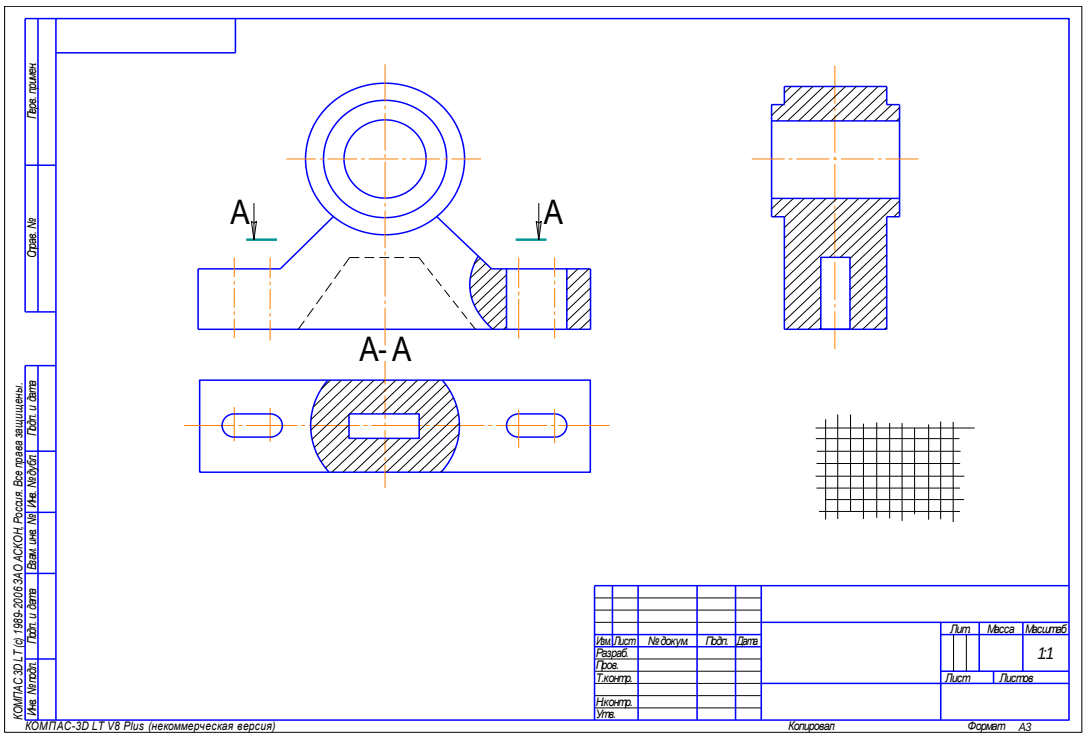

Рисунок 2.4 - Разрезы
- выполняют разрезы и сечения (рисунок 2.4);